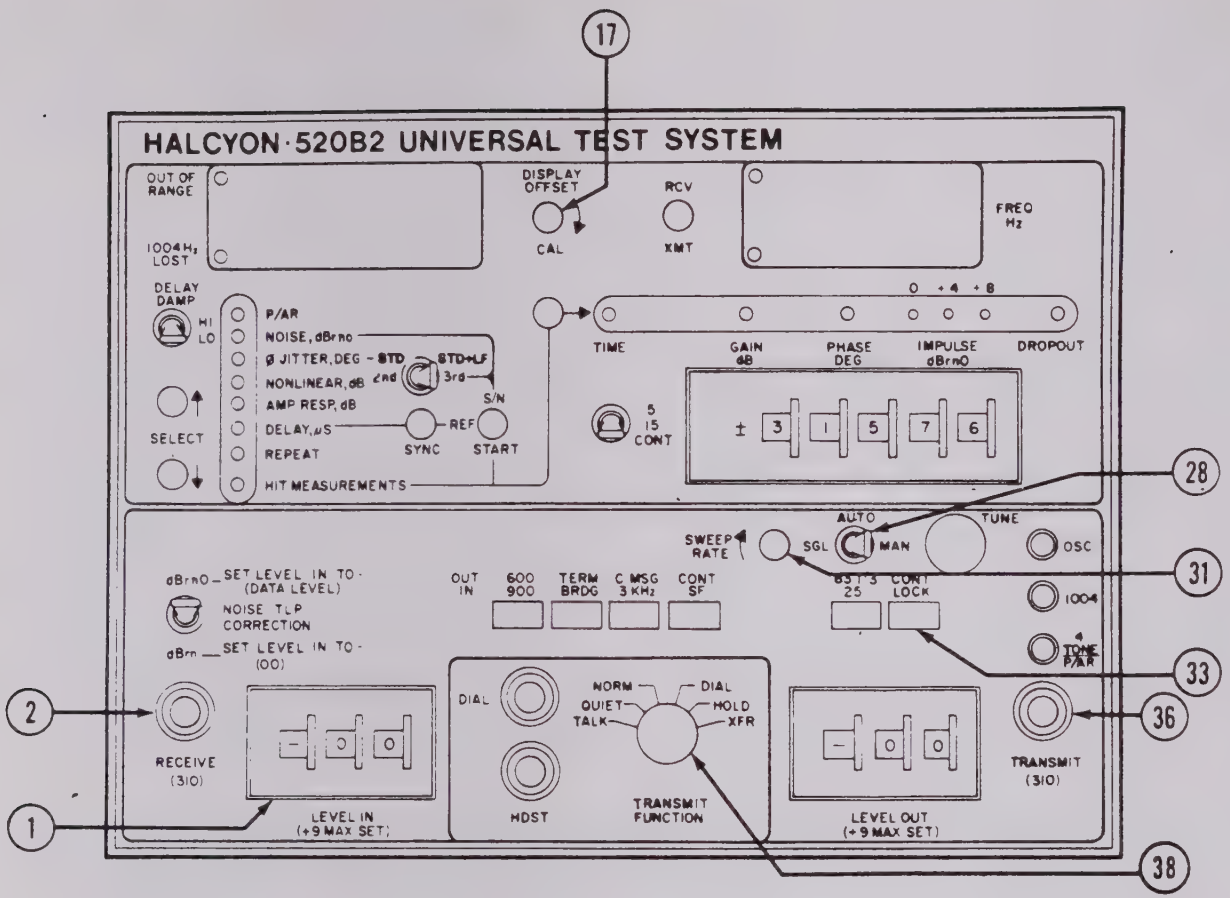

Figure 3-31. X-Y Recording, Attenuation Distortion, and Delay Distortion Controls
(3) Near-End to Far-End Measurement (Far End in Repeat Mode). (See figure 3-31.) The procedure for this repeat measurement is as follows:
c. Delay Distortion Measurement. (See figure 3-31.)
(1) Loop Measurement. The procedure for loop measurement is as follows: